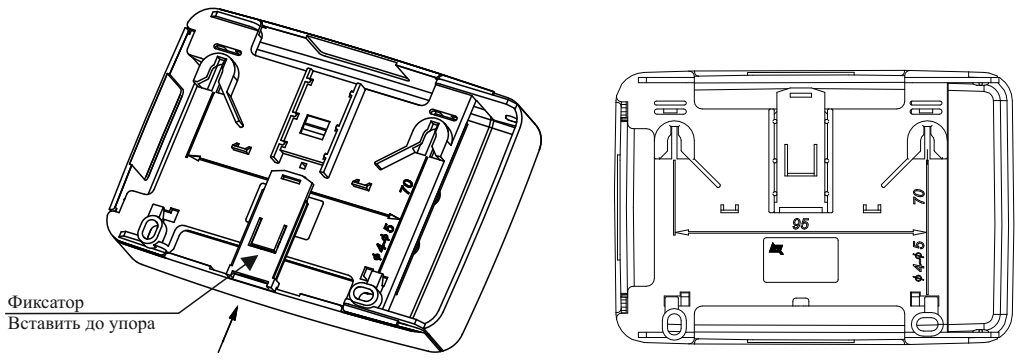

Рисунок 4
– в направляющие основания вставить фиксатор, входящий в комплектность (рисунок 4);